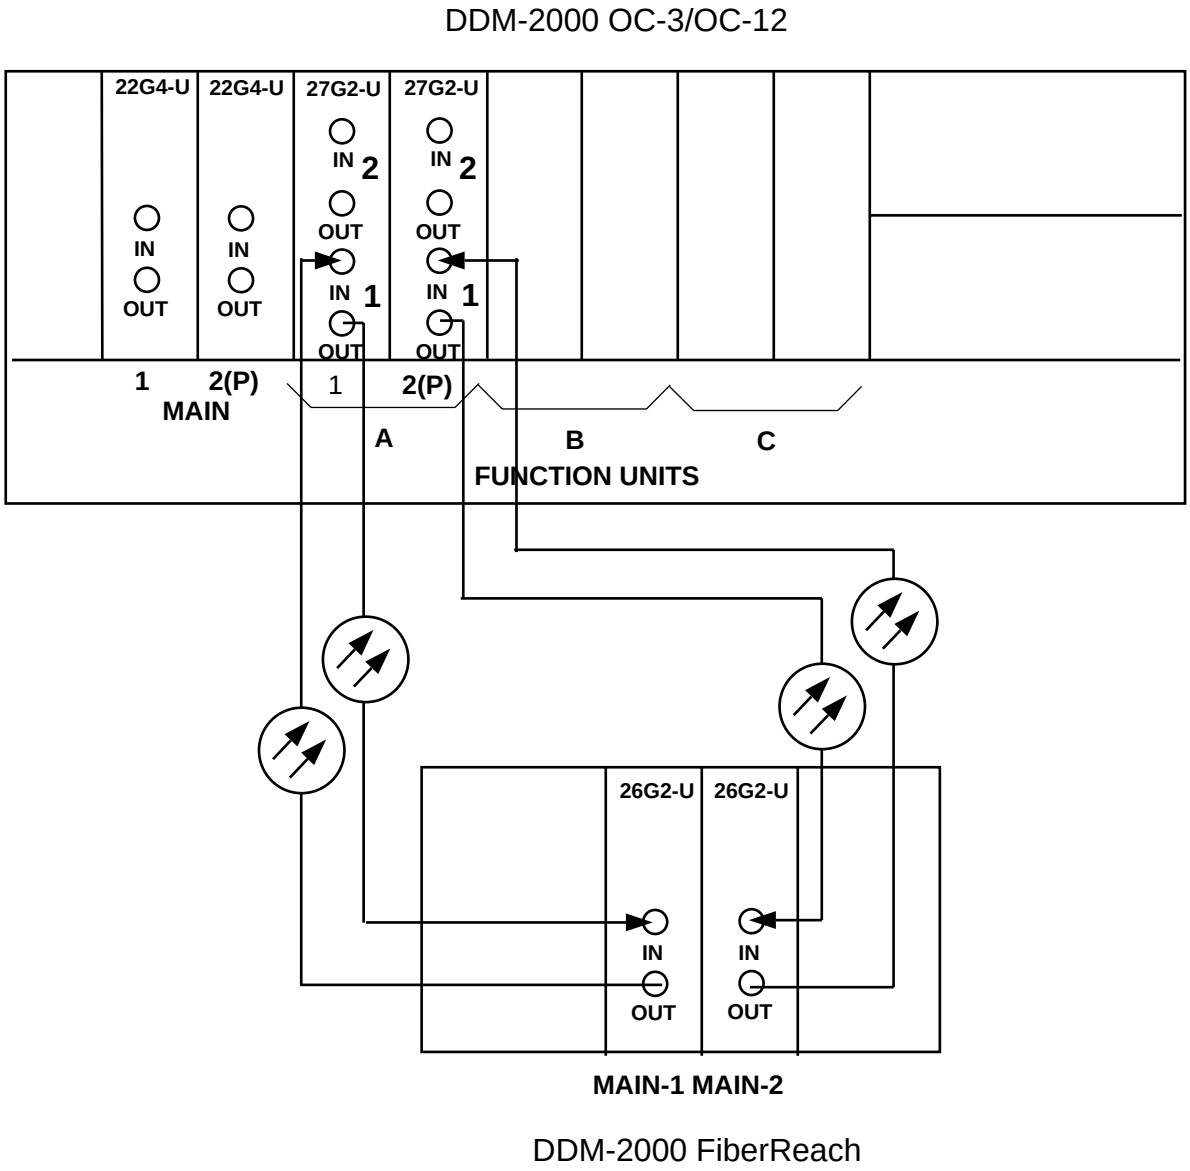

Figure 1 – Example Single-Home Ring Configuration Connections
This single-homed ring configuration requires that the **FN-( )-1 OLIU** on the OC-3 shelf connect to the **MAIN-1 OLIU** at the FiberReach shelf. The **MAIN-2 OLIU** at the FiberReach shelf on the OC-1 ring connects to **FN-( )-2(P) OLIU** on the OC-3 shelf. See Figure 1. This procedure will establish the ring configuration starting from the OC-3/OC-12 host node to the FiberReach node, then from the FiberReach node back to the host OC-3/OC-12 node.
At the near end, remove the optical loop from the **27-Type OLIU** OC-1 line (**1** or **2(P)**) (for example in Figure 1, OC-3 shelf **FN-A-1**, OC-1 line **1**) associated with the optical span being established. At the other end of the optical span, remove the optical loop from the associated **26-Type OLIU** (for example, in Figure 1, FiberReach **MAIN-1 OLIU**).